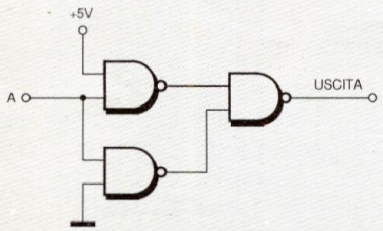

Figura 1
levate, come si può vedere dallo schema di Figura 1, dall'MSX mediante un connettore Amphenol a 14 poli. Mancando il + 5 V occorre prenderlo da una delle due porte joystick per mezzo di un connettore Cannon 9 poli.
1. Quando un livello logico "1" viene applicato al punto A di Figura 1, il livello logico all'uscita sarà: